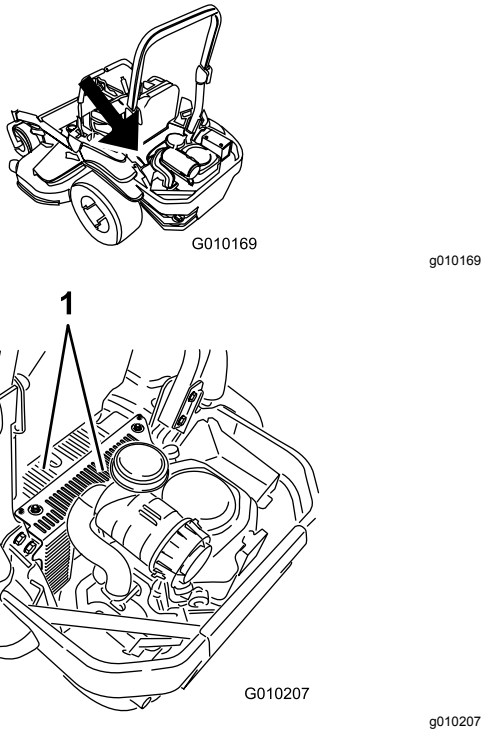

Figur 80
5. Fjern snavs og græs fra hydraulikenhedens afskærmninger (Figur 80).